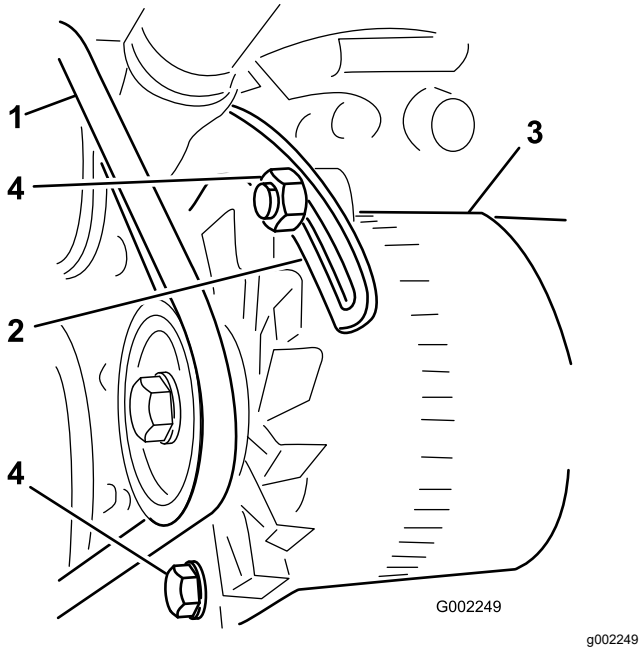

Figura 106
3. Desaperte o parafuso no ponto de articulação do alternador; desaperte o parafuso que prende o alternador à abraçadeira ranhurada (Figura 106).